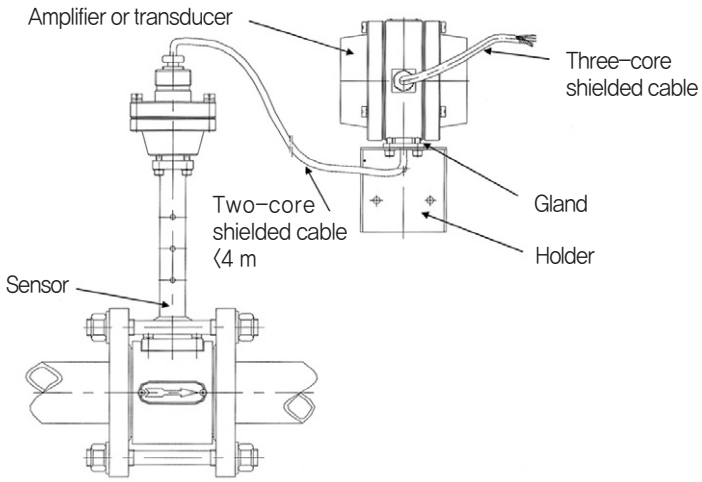

Fig 1 Construction and Mounting Dimensions of Separation-type
(1) Vortex Flowmeters can be installed indoor or outdoor, it should be kept away from high–voltage cable, revolving or strongly oscillating equipments,poisonous and harmful environment and ambiet temperature and humidity must be conformed to the requirements of the flowmeter. Mounting place should be safe and easy to install˙adjust and maintain the flowmeter.
(2) The surrounding space of the flowmeter should be big enough for people to mount,adjust and repair it.
(3) Flowmeters can be installed horizontally or vertically, even sloply. But when the medium is liquid, the direction of liquid flowing must be from botton to top in order to ensure the pipeline full of liquid.
(4) The inner diameter of the pipeline should be the same with that of the flowmeter, if not, the Pipeline reducing should be done in upstream and downstream.of the flowmeter.
(5) The straight pipes in inlet and oulet of the flowmeter should be provided by user. The length of straight pipes changes along with the patten of the pipeline in upstream and downstream˚ The shortest length of inlet straight pipe refer to table 8.
(7) The requirements of straight pipe for insertion- type vortex flowmeter refer to table 8.
(8)If the medium temperature is lower than 150 ℃, choose integral-type its circuit and sensor are made into an organic whole. If the medium temperature is over 150 ℃ or ambiet temperature and humidity are very high, choose separation-type its amplifier or transducer can be munted away from sensor or transmitter within 4m. Fix the sensor or transmitter on the wall or a self-provided holder with three M5 bolts .Construction and mounting dimension of separation-type see fig 1